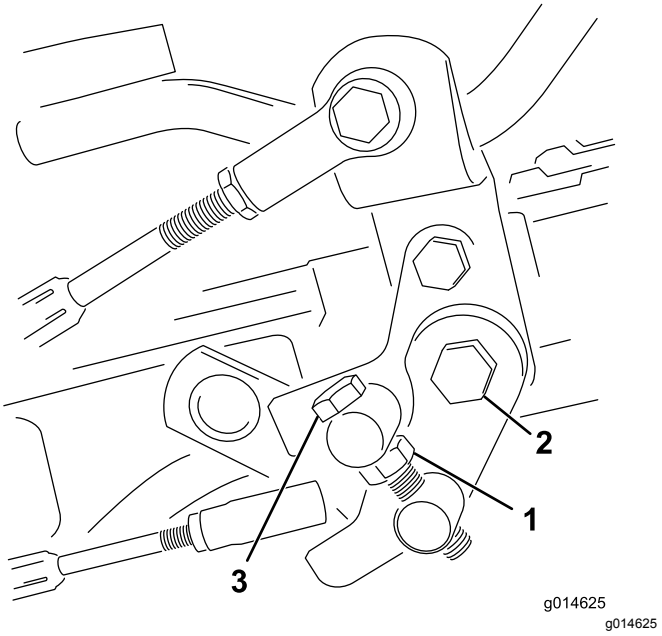

**Figur 34**
1. Løsn kontramøtrikken på trækbøjlen (Figur 34).
4. Tilspænd kontramøtrikken på tappens maskinskrue og møtrikken på pedalens drejetap for at låse justeringen (Figur 34). Kontroller justeringen, og juster som påkrævet.